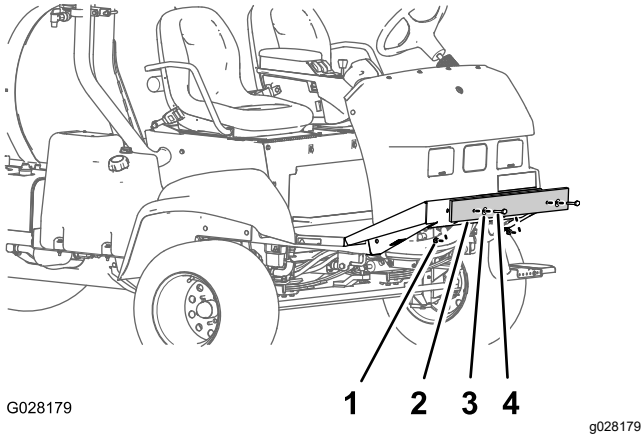

**Bild 9**
1. Entfernen Sie die Schrauben, Scheiben und Muttern, mit denen die Versandstoßstange an der vorderen Chassisplatte befestigt ist (Bild 9).
2. Entfernen Sie die Versandstoßstange von der Maschine (Bild 9).